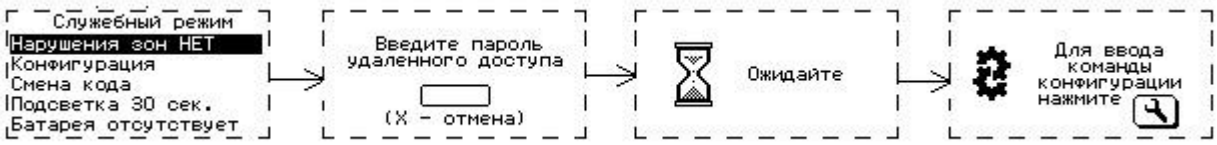

Рисунок 21 – Режим настройки со встроенной клавиатуры
Для этого необходимо перевести прибор в режим настройки со встроенной клавиатуры (рисунок 21)
1) Нажать на встроенной клавиатуре клавишу , на ЖК-дисплее будет отображаться экран служебного режима (рисунок 21).